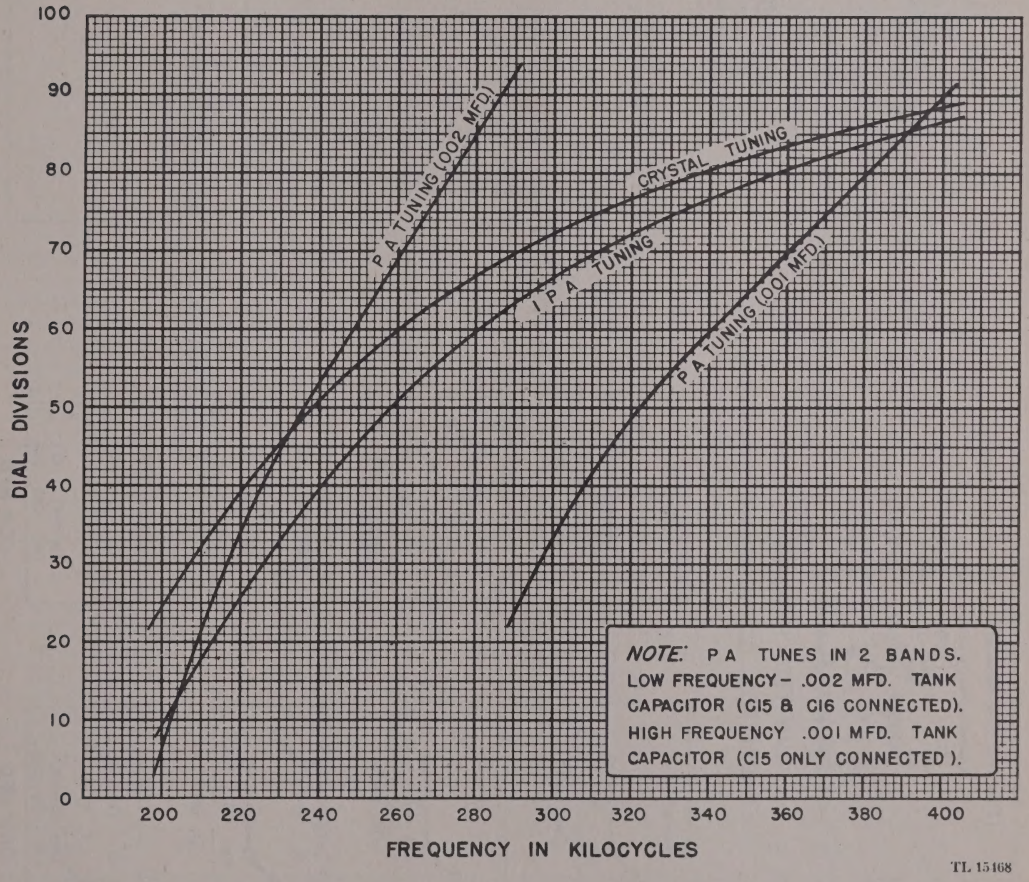

Figure 20. Crystal oscillator, intermediate power amplifier, and power amplifier dial calibration chart.
a. These circuits are completely conventional and tune in the same manner as most multistage crystal controlled transmitters. Set VOICE GAIN (fig. 25) and TONE GAIN controls to 0. Set OUTPUT COUPLING dial to 0. Set the CRYSTAL TUNING, I.P.A. TUNING, and P.A. TUNING dials to calibrations shown on figure 20. Make sure that all side shields are in place and both doors are closed. With the LOCAL REMOTE switch in LOCAL position and the PLATE and KEYER switches OFF, operate the MAIN POWER and FILAMENT switches to ON
C15, C16 P.A. TANK CAPACITORS FOR TANK CONNECTIONS SEE FIG. 20